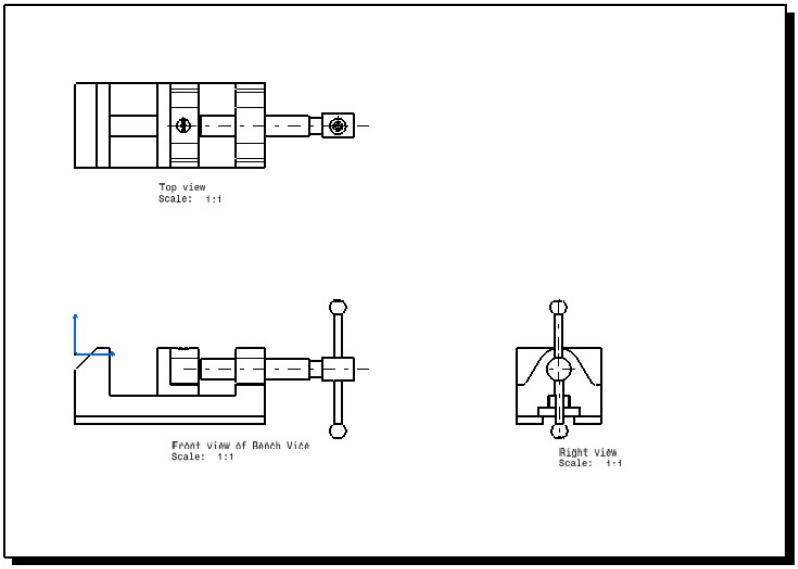

Figure 13-59 *The drawing sheet after generating the right view*
f. Generate the right view, refer to Figure 13-59.
2. Move the cursor further to the right of the front view and click; the right view is generated, refer to Figure 13-59.
The drawing sheet after generating the right view is shown in Figure 13-59.